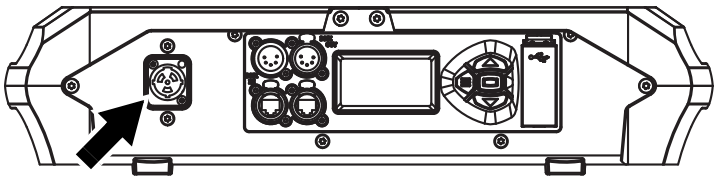

Bild 7: Netzanschluss
2. Siehe Bild 7. Richten Sie die Codierung der TRUE1 Leitungsbuchse auf die Nut des MAINS IN-Anschlusses (Pfeil) aus. Stecken Sie die Leitungsbuchse in den MAINS IN-Anschluss und verriegeln Sie sie durch Drehung im Uhrzeigersinn. Wenn sich die Leitungsbuchse nur schwer verdrehen lässt, entfernen Sie die Buchse, prüfen, ob Sie die Codierung richtig ausgerichtet haben und versuchen es noch einmal – wenden Sie keine übermäßige Kraft an. Vergewissern Sie sich, dass die Verriegelung einrastet und dass der Stecker in der Buchse verriegelt ist.